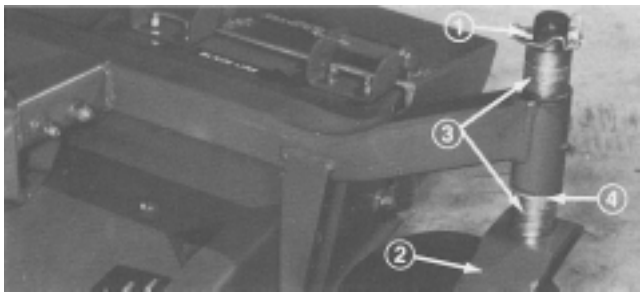

Figure 16
2. Squeeze back of wire and rotate wire on lynch pin. Pull pin out of caster spindle. Slide spacers onto the caster spindle to get desired height-of-cut (Fig. 16 and 17). Then slide washer (Fig. 16 and 17) onto spindle.
2. Push castor spindle through caster arm. Slide any remaining spacers onto spindle (Fig. 16 and 17). Install lynch pin to retain parts in place.